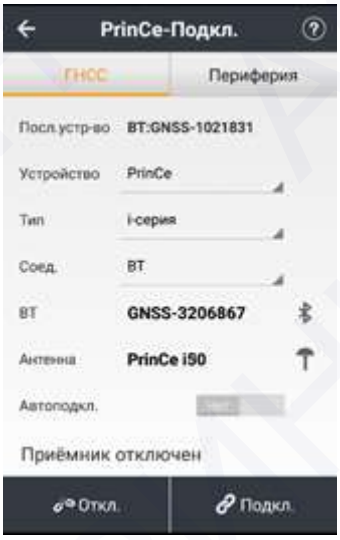

Рис. 3.1
2. Перейдите в меню **[Настройки]** → **[Подкл.]**. Выберите устройство: PrinCe, тип: i-серия, соединение: BT или WiFi, антенна PrinCe i30 (см. рис.3.1).